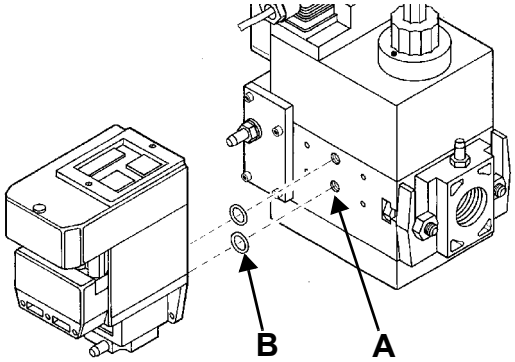
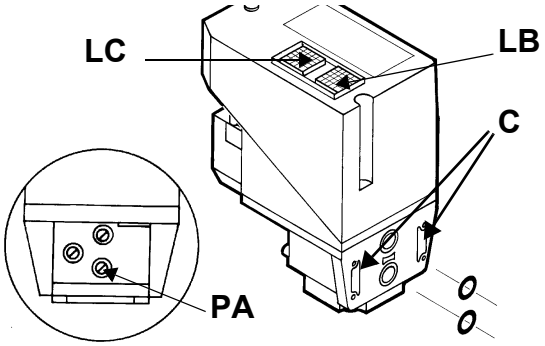

Рис. 18
Рис. 19
2). снять крепежные винты группы Multibloc (Рис. 18-A)
3). вставить уплотнительные кольца (10,5x2,25) в VPS 504 (Рис. 19-B, Рис. 18-B)
4). закрутить 4 винта блока контроля герметичности (M4x16) Рис. 18-C.
Для проверки работы, подсоединить манометр к штуцеру для отбора давления **PA** (Рис. 19). Если проверка завершилась положительно, через несколько секунд зажжется жёлтая лампочка **LC**. В противном случае загорится красная лампочка блокировки **LB**. Чтобы перезапустить горелку, необходимо разблокировать блок управления нажатием на светящуюся кнопку **LB.**